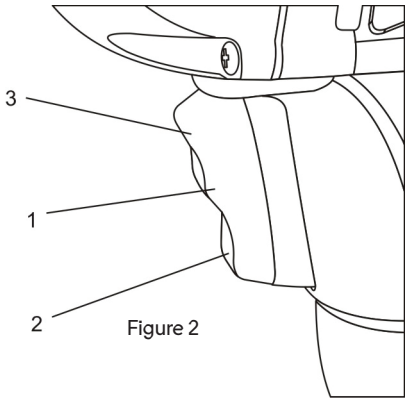

Figure 2
La clé à chocs est munie d'un interrupteur basculant marche avant ou marche arrière (1) (Figure 2).
1. Pour utiliser la clé à chocs en marche avant, appuyer sur la partie inférieure de la gâchette et la maintenir enfoncée (2). La douille tournera en sens horaire pour **serrer** la fixation.